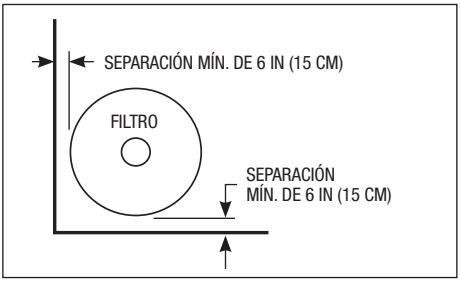

Figura 2. Ubicación del filtro
3. Instale controles eléctricos a una distancia mínima de cinco (5) ft (1.5 m) del filtro. Esto permitirá que haya espacio suficiente para pararse lejos del filtro durante la puesta en marcha.
4. Deje un espacio libre suficiente alrededor del filtro para permitir una inspección visual del anillo de abrazadera (consulte la Figura 2).